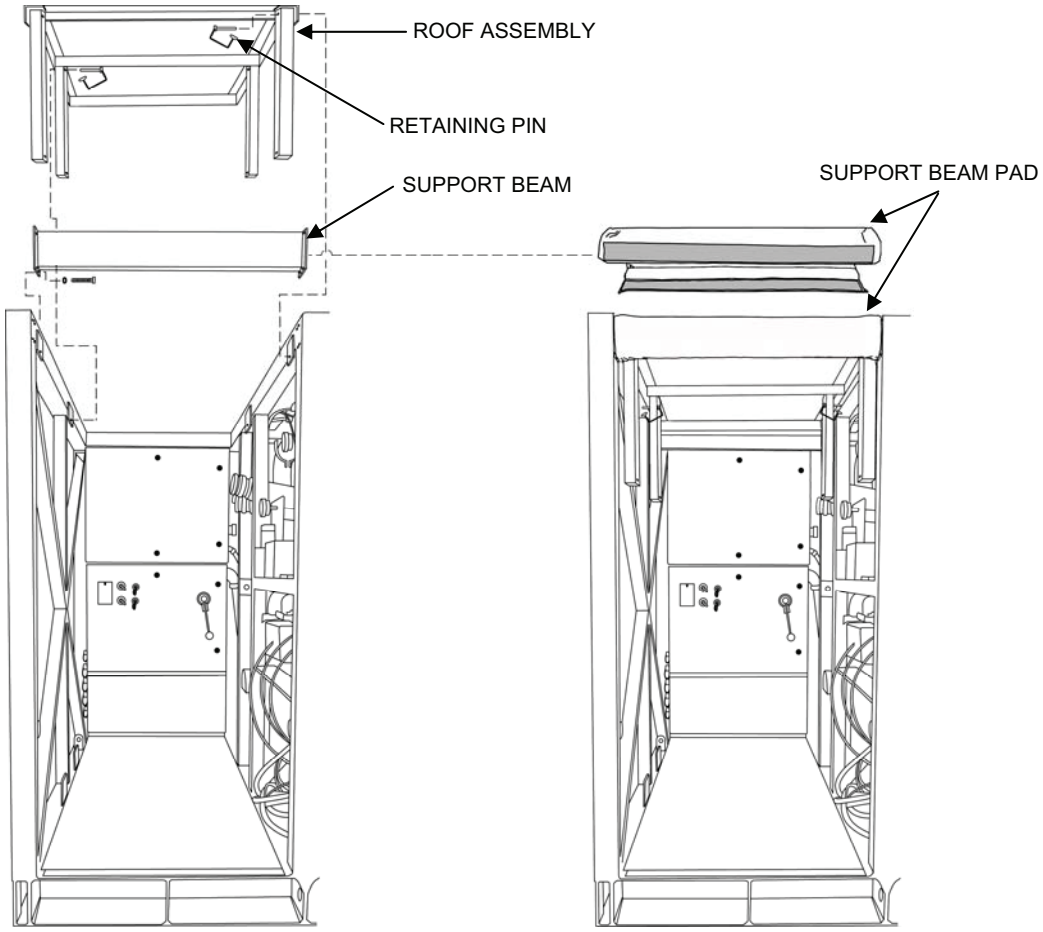

Figure 3. Operator Station Overhead Support Beam and Roof Packout.
1. Install the operator station overhead support beam across the front of the operator station using eight bolts and lockwashers (Figure 3).
3. Lower and secure the operator station roof (Figure 3).